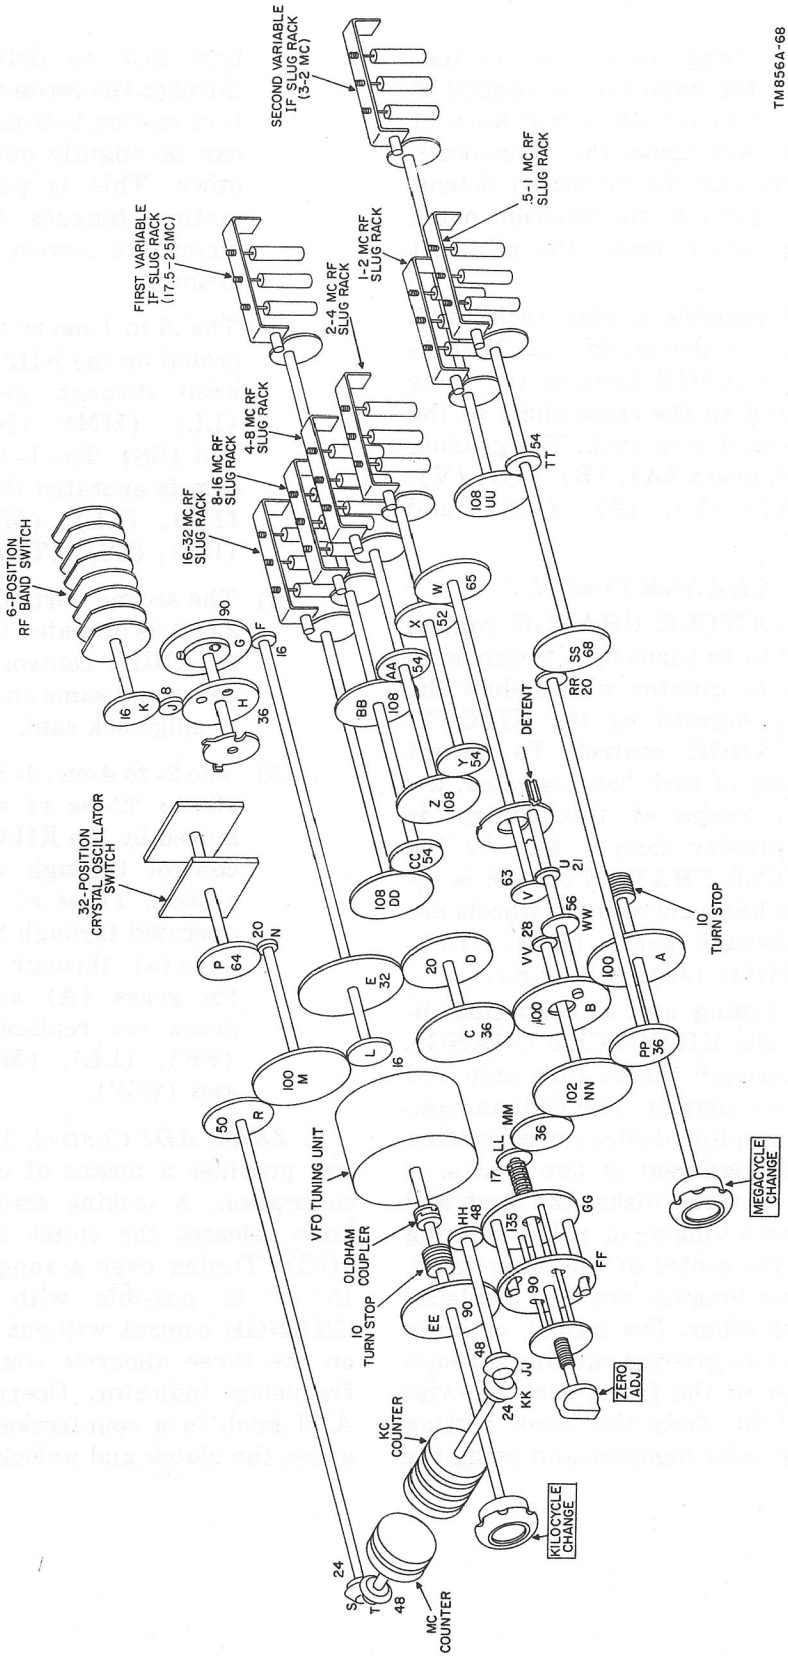

Figure 51. Tuning system, simplified diagram.
81. Detailed Mechanical Analysis (fig. 51)
a. General. To facilitate an understanding of the function of the mechanical gearing system and electrical tuning system, the gears in figure 51 have been assigned letter designations, as well as the number of teeth in each gear. The turning ratio between mating gears thus can be calculated. The cams that furnish motion to the slug racks are shown as single units; actually, each slug rack has a roller at both ends and identical cams mounted on each end of the cam shaft. This is done to provide stable and accurate operation.
(1) As the MEGACYCLE CHANGE control is turned, it is limited to 10 turns by a progressive stop. The mc counter wheels show the frequency band or step selected by the MEGACYCLE CHANGE control. As this control is rotated, the counter wheels are driven through gears (A), (B), (C), (D), (E), (L), (M), (R), (S), and (T).
(2) The MEGACYCLE CHANGE control also operates the six-position rf band switch through gears (A), (B), (C), (D), (E), (F), (G), intermittent gear (H), and gears (J) and (K). The intermittent gear and overtravel coupler provides an intermittent rotary motion so that the switch is turned to only one of its six positions at exactly the right time. The gear (G) rotates continuously as the MEGACYCLE CHANGE knob is turned. However, the gears (J) and (K) are driven only during the part of the rotation of the gear (G) when the teeth of the intermittent gear (H) engage the teeth of the gear (J).
(3) Also operated by the MEGACYCLE CHANGE control is the 32-position crystal oscillator switch. This is accomplished through gears (A), (B), (C), (D), (E), (L), (M), (N), and (P).
(4) The 2- to 4-mc, 4- to 8-mc, 8- to 16-mc, and 16- to 32-mc rf slug racks are moved by both the MEGACYCLE CHANGE and KILOCYCLE CHANGE controls through a differential gear system consisting of gears (NN), (B), (VV), (WW), and (U).